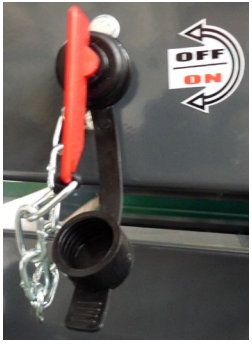

Fig.16
- **Cortacorriente:** permite excluir la instalación eléctrica (fig. 16).